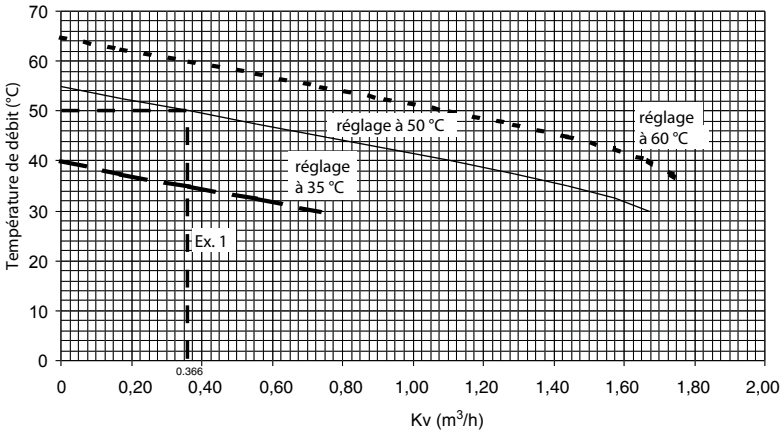

Fig. 17
- Une fois le débit nominal calculé, utilisez la fig. 17, page 9.